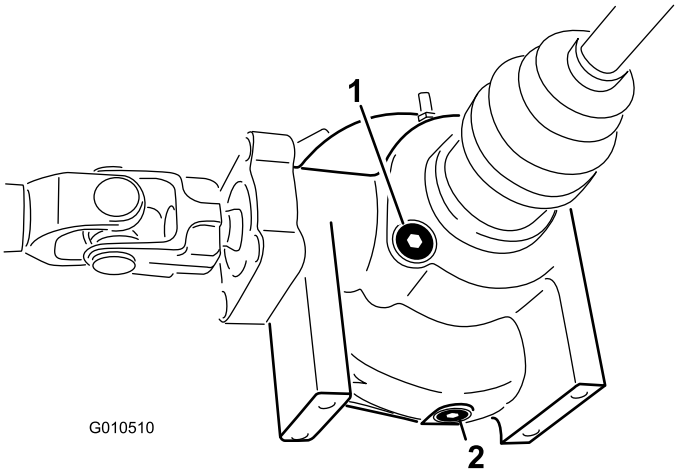

Figura 21
2. Limpe a área em torno do bujão de enchimento e controle o nível na parte lateral do diferencial (Figura 21).